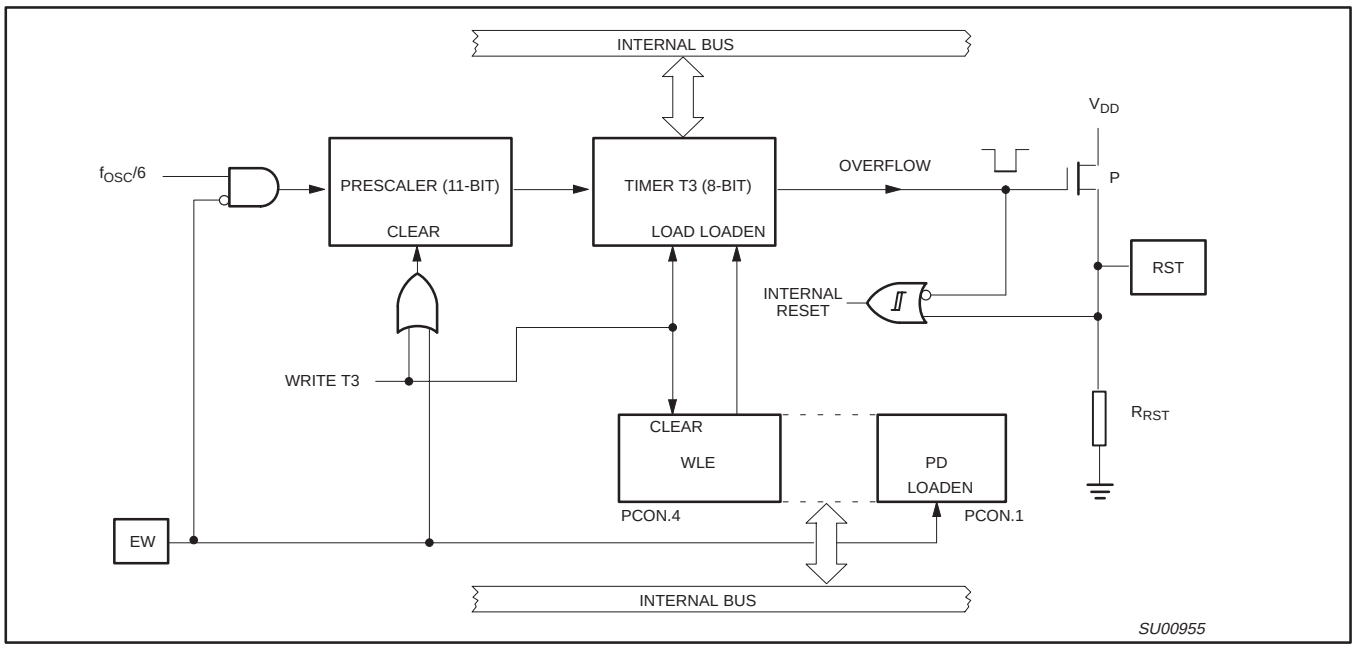

**Figure 18. Watchdog Timer**
**Watchdog Circuit Description:** The watchdog timer (Timer T3) consists of an 8-bit timer with an 11-bit prescaler as shown in Figure 18. The prescaler is fed with a signal whose frequency is 1/12 the oscillator frequency (1 MHz with a 12 MHz oscillator). The 8-bit timer is incremented every “t” seconds, where: